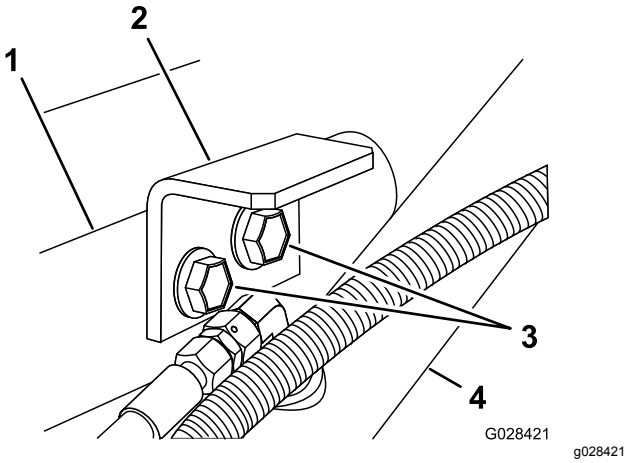

Figur 7
3. Fest holdebrakettene til støttebraketten og rammen med de to flenshodeboltene og flenslåsemutteren som du fjernet i trinn 1 (Figur 7).